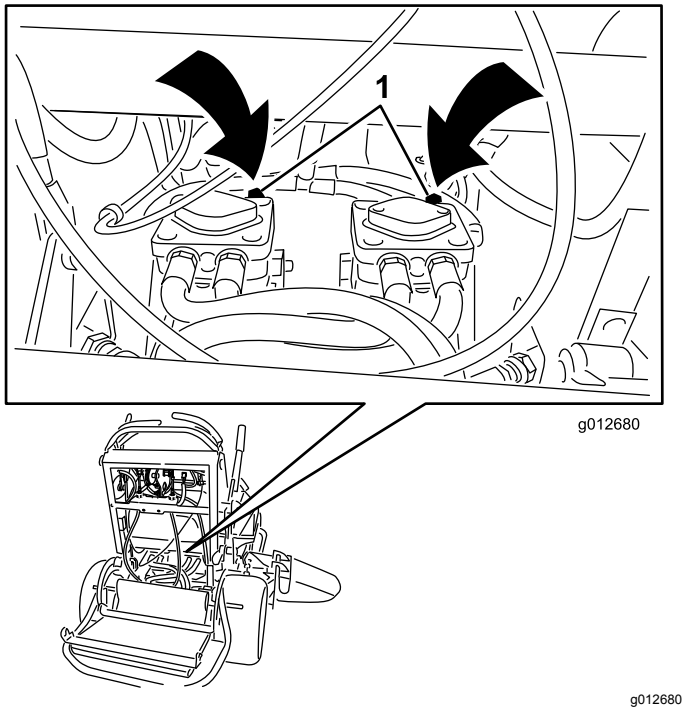

Figuur 24
3. Open de omloopventielen op beide pompen door deze 1 tot 2 slagen linksom te draaien (Figuur 24).